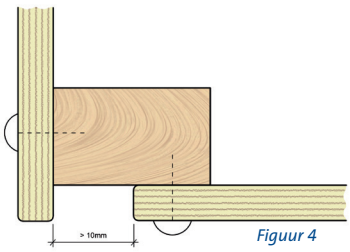

Figuur 4
- Verwerk plaatmateriaal nooit in verstek. Een correcte hoekoplossing houdt rekening met dilatatie (zie figuur 4).